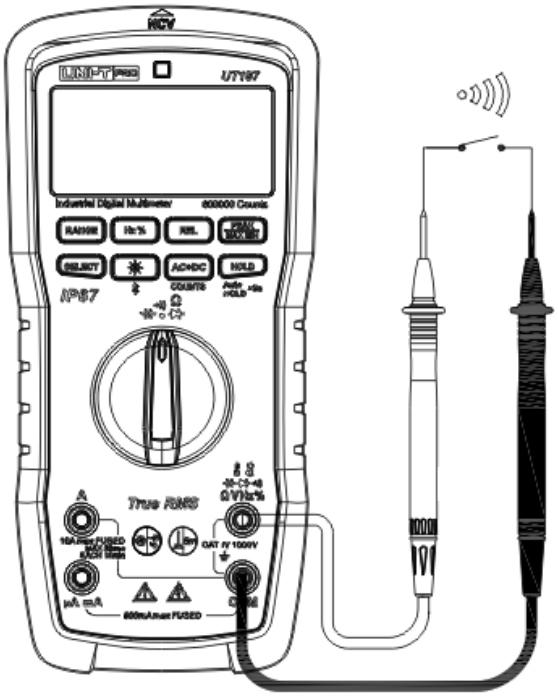

Figura 9
6. Medición de la continuidad（Figura 9）